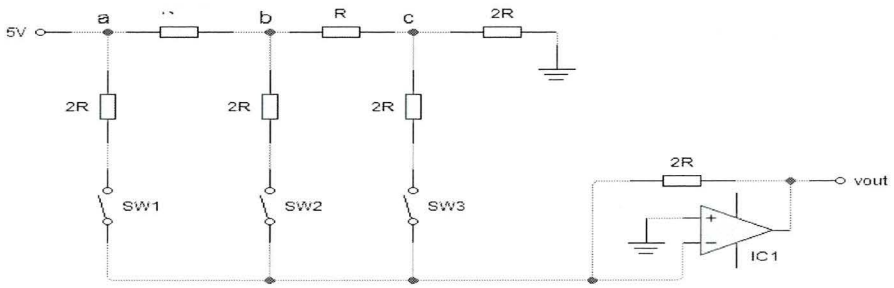

Figure 6.11
1. a. State the function of an analogue to digital converter and list TWO (2) types of its circuits.
c. For a 3 bit R-2R ladder DAC in Figure 6.11, when input is 110 with +V=+5V, calculate the value of Va, Vb, Vc and Vout?